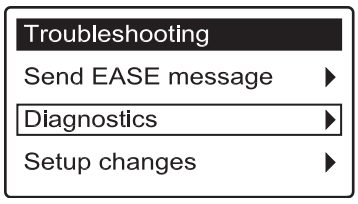

FIG. 77
6. Press the SELECT (○) button to display the Troubleshooting menu (See Figure 77).
5. Press the SELECT (○) button to display the Troubleshooting menu (See Figure 77).
8. Press the UP (▲) or DOWN (▼) buttons to highlight the desired option. **Redo setup** allows you to select a different model (intended to be used for upgrades or retrofits of existing softeners). **Restore defaults** will take you through the "wizard" screen setup procedure (See Page 6). **Cancel** will return to the Troubleshooting menu (Figure 77).